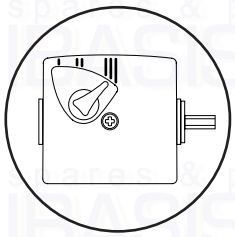

Fig. 50
2. This must be switched to setting N° 3 (Fig. 50).
8. Check that the pump has been switched to setting N° 3 (Fig. 50) and reconnect the wiring harness plug.